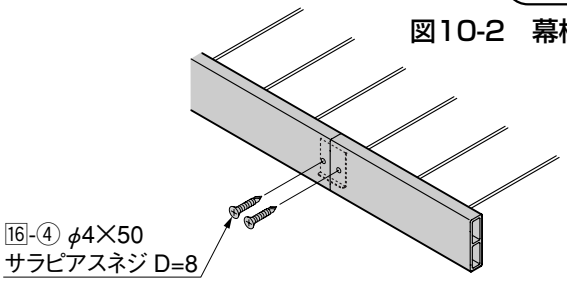

図10-3　幕板の連結
- 幕板の連結は正面幕板取付材Aのある箇所で行ってください。（図10-3参照）
❹ 側面の幕板を側面幕板取付材Aに17-①、18-②で固定してください。